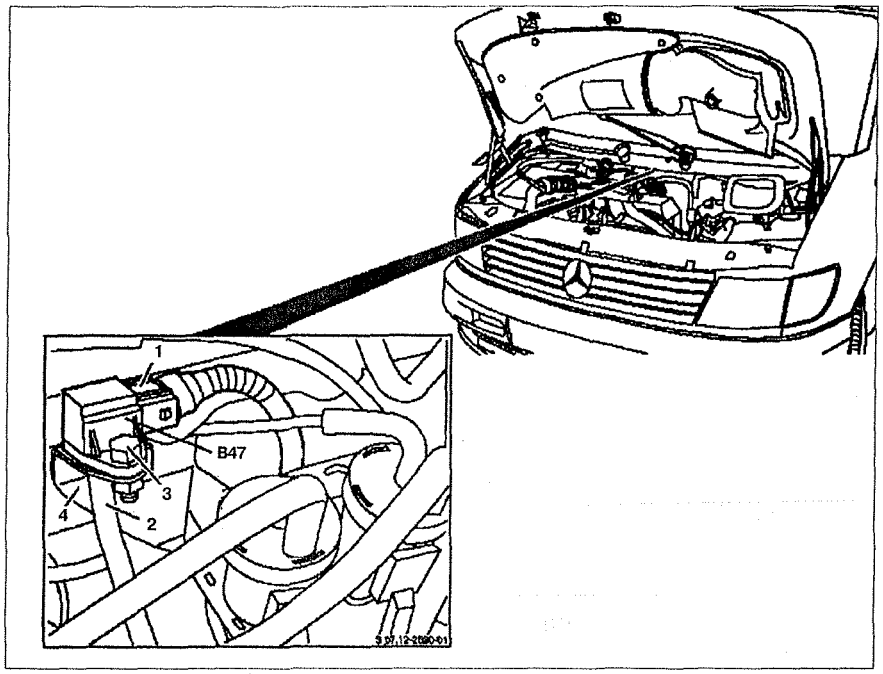

Рис. 4.55. Датчик давления входящего и сжатого воздуха:
1. Отсоедините разъем проводки **1** от датчика давления **B47** (см.рис.4.55).